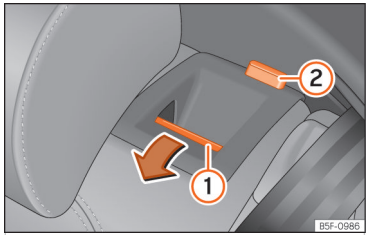

**Fig. 95** Rear seat: folding down the backrest.
- Press the unlock button ››› Fig. 95 ① forwards and at the same time fold the backrest down. The rear seat backrest is not engaged when the red marking of the button ② is visible.